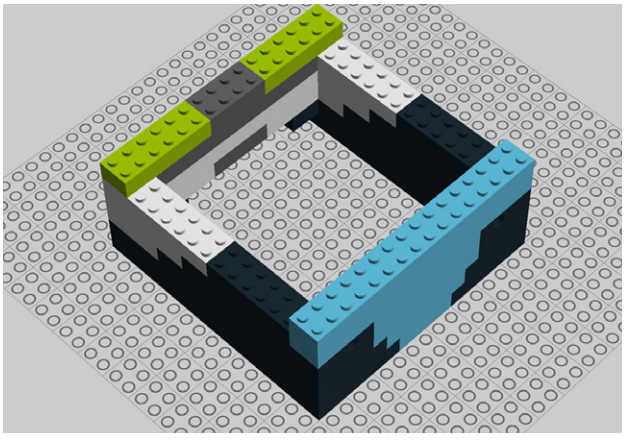

Figure 9-29. *Step 24: Adding two 2x6 bricks*
24. Add two 2x6 bricks (Figure 9-29).